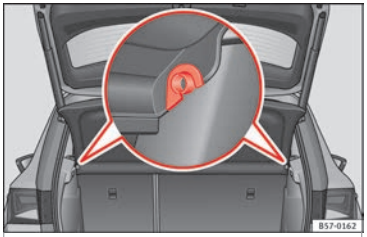

Fig. 160 In the luggage compartment: removing and installing the rear shelf.
- Remove the rear shelf from the side supports ››› Fig. 160 by pulling it upwards and then take it out.
- Insert the cover horizontally so that the "recess" fits onto the axis of the supports ››› Fig. 160 and press down until it engages.